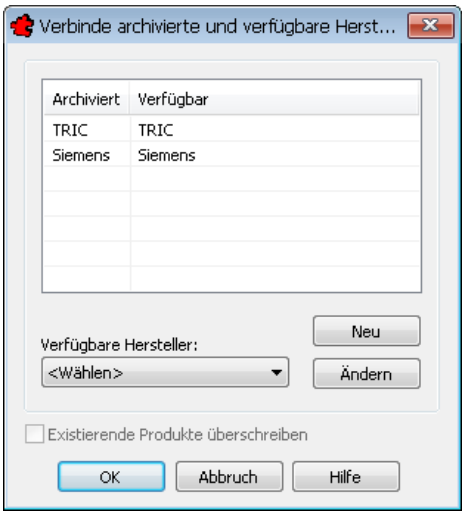

Bild 17.11 – Teilprojekt einlesen, Herstellerzuordnung
- Danach erfolgt die Zuordnung der Hersteller des Teilprojekts. Entsprechende Artikel werden auf den Anwenderrechner übertragen (Abb. 17.11). Sehen Sie zur Vorgehensweise auch Abschnitt 16.8, *Projekt wiederherstellen*, auf S. 111.